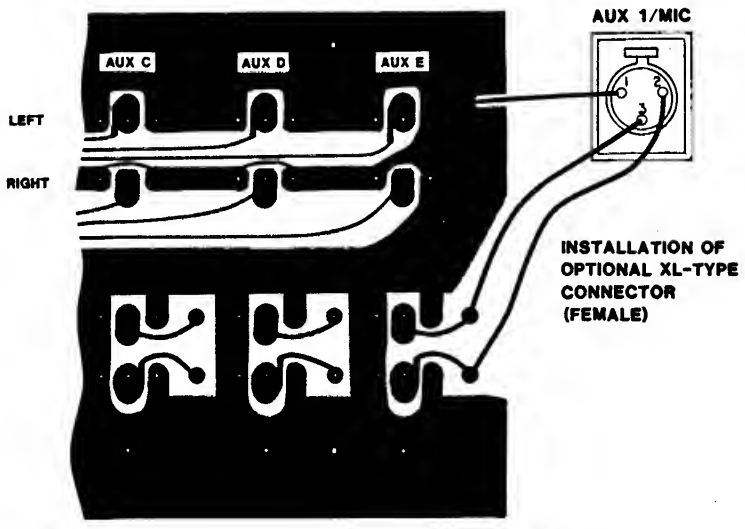

FIGURE 4-2. Rear Panel Circuit Board
4) Connect a short wire from Pin 3 of the XL connector to the center pin of the left channel RCA-type connector for the designated location. See Figure 4-2 for the location of the RCA-type connectors on the printed circuit board on the rear panel.
6) Connect a short wire from Pin 1 of the XL connector to the ground plane of the rear panel circuit board. Refer to Figure 4-2.